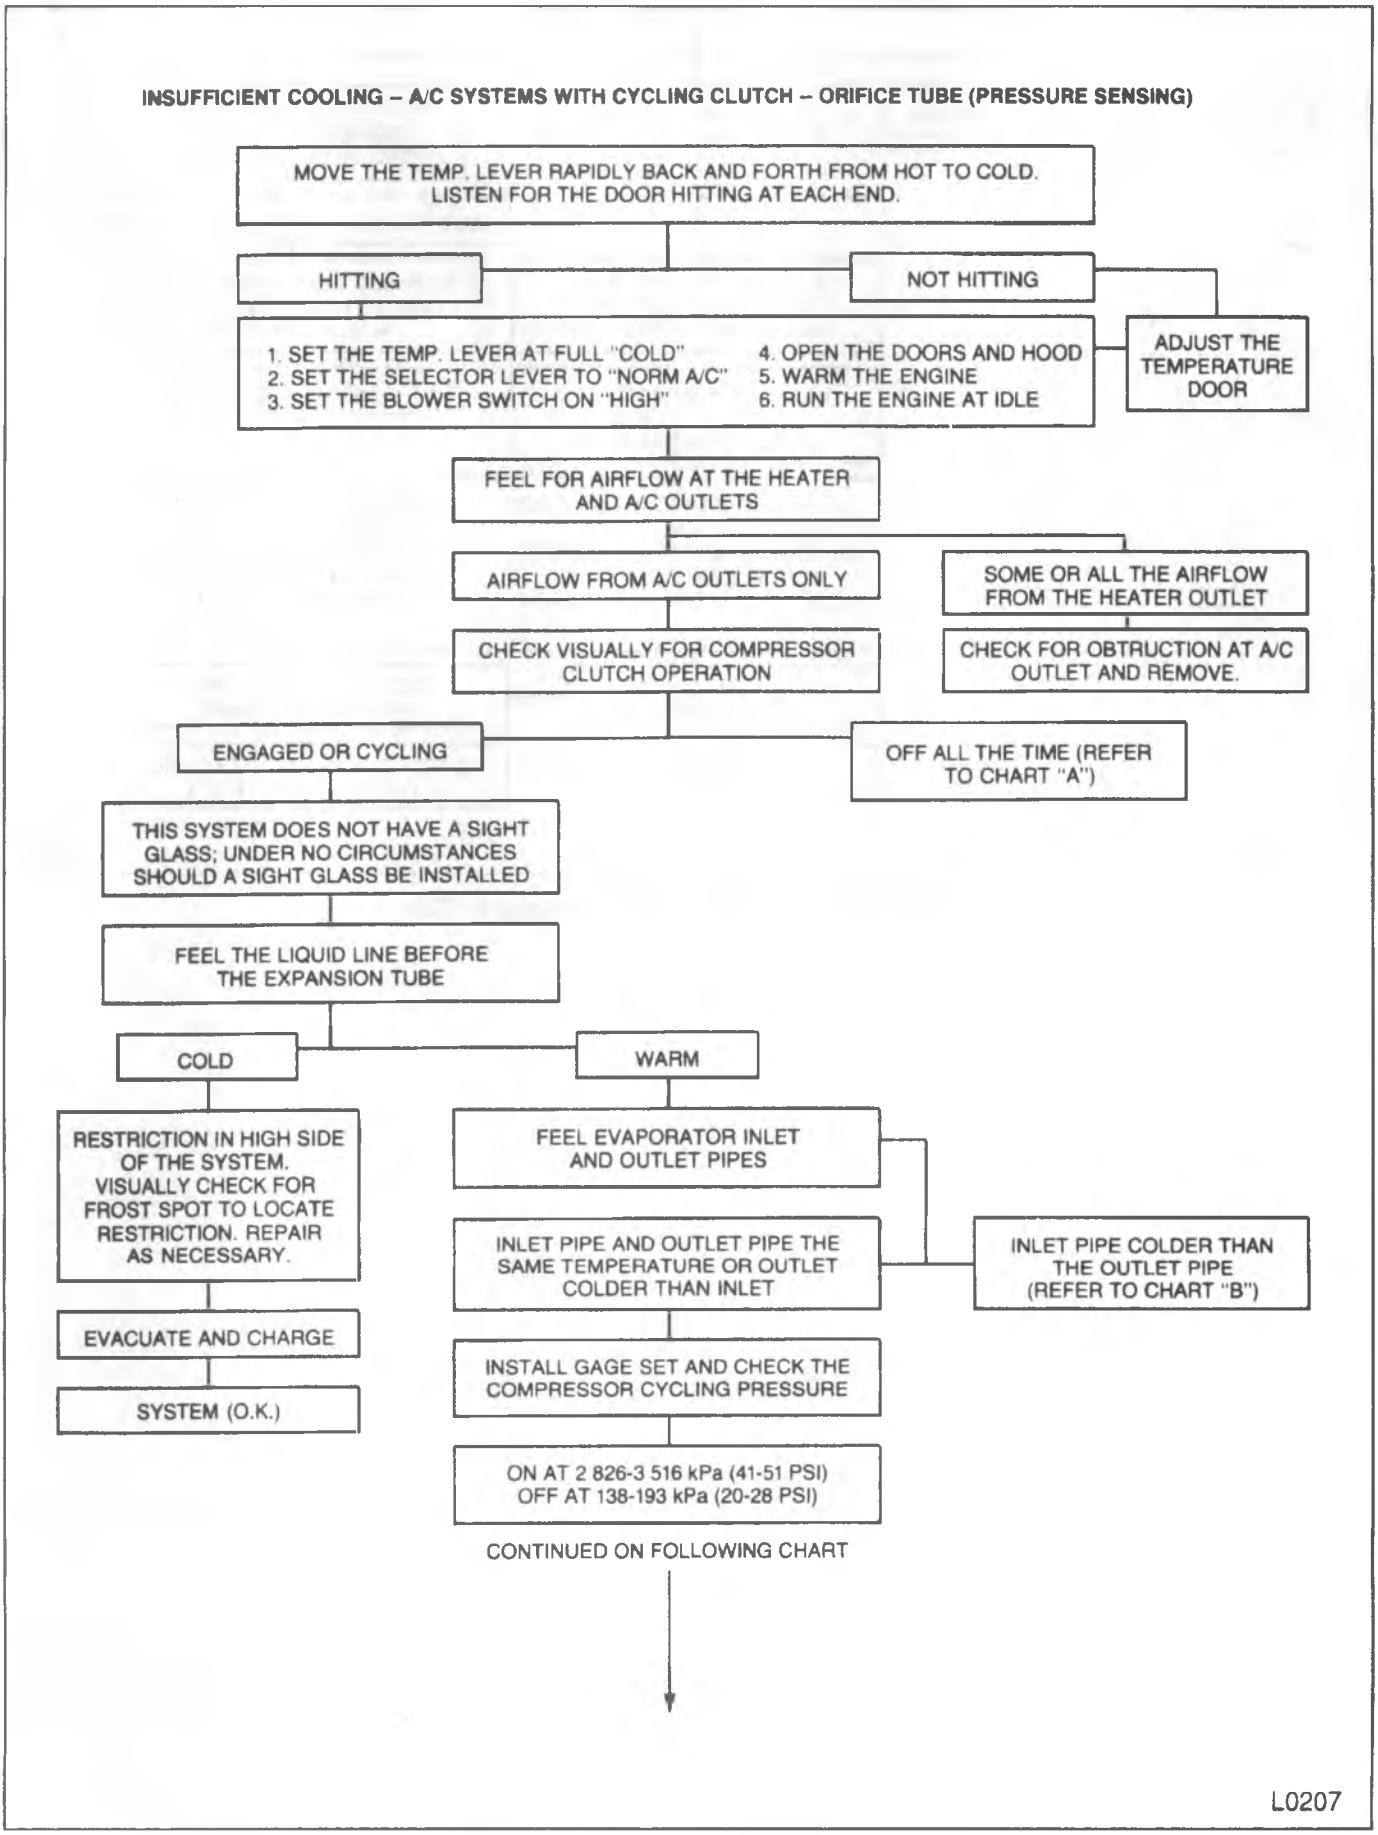

Figure 12—Insufficient Cooling Diagnosis
1. Insufficient Cooling Diagnosis (figures 12 through 16).